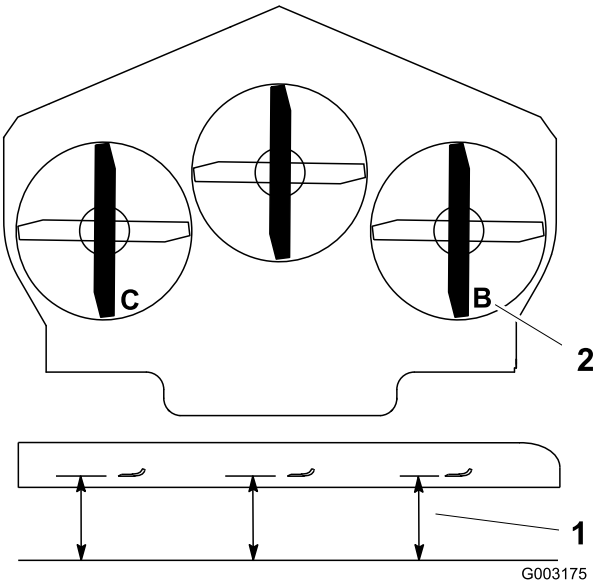

Figur 75
1. Plasser den høyre kniven på langs (Figur 75).
2. Mål den høyr kriven ved **B** fra en plan overflate til kniveggen på knivtuppene (Figur 75).
4. Plasser den venstre kniven på langs (Figur 75).
5. Mål den venstre kniven ved **C** (Figur 75) fra en plan overflate til kniveggen på knivtuppene.